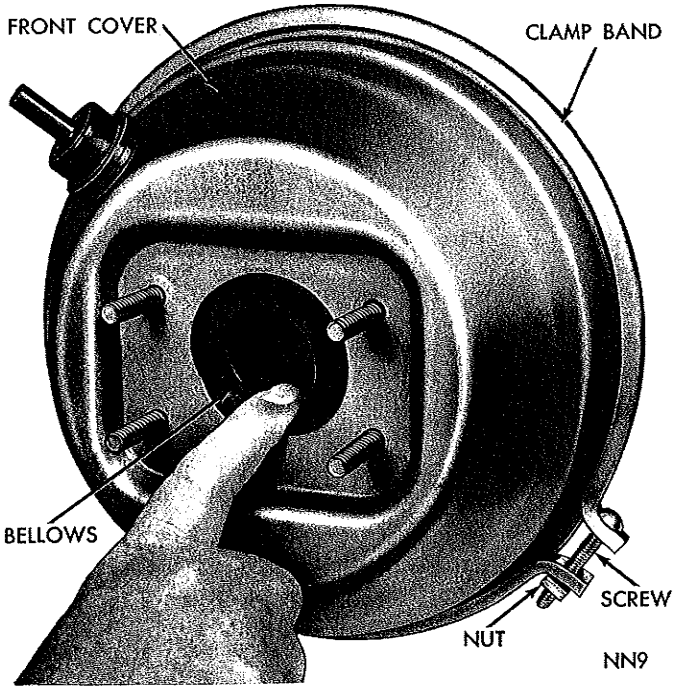
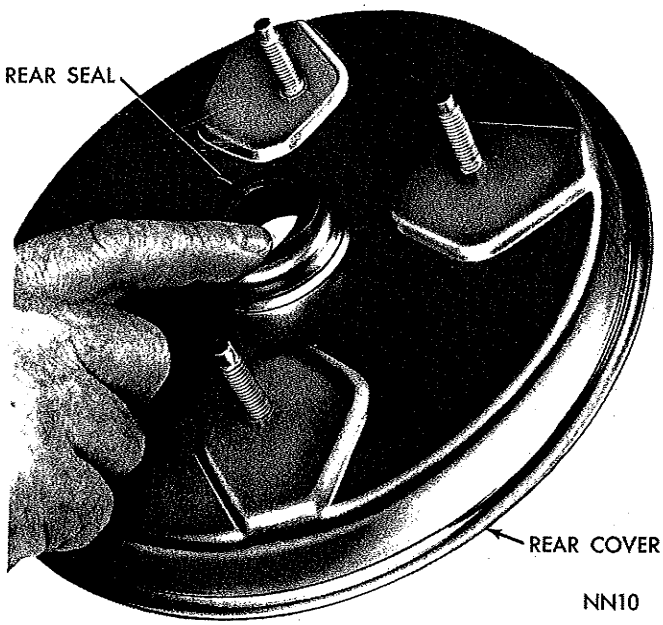
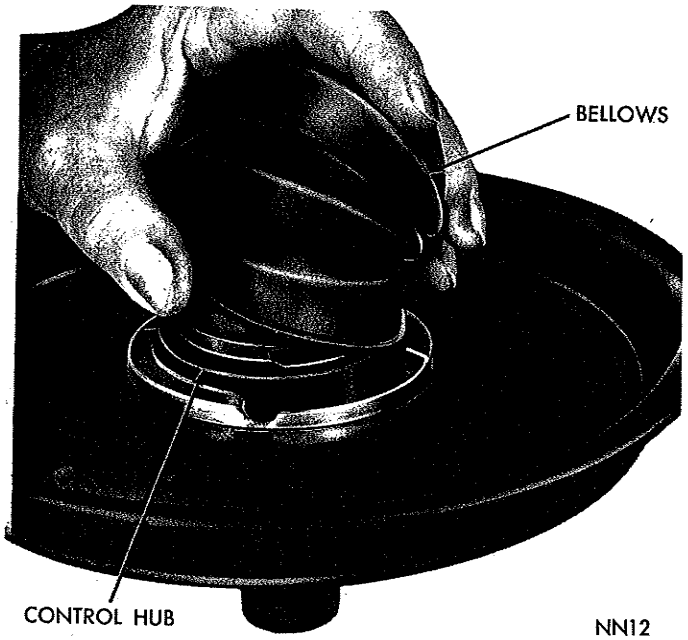
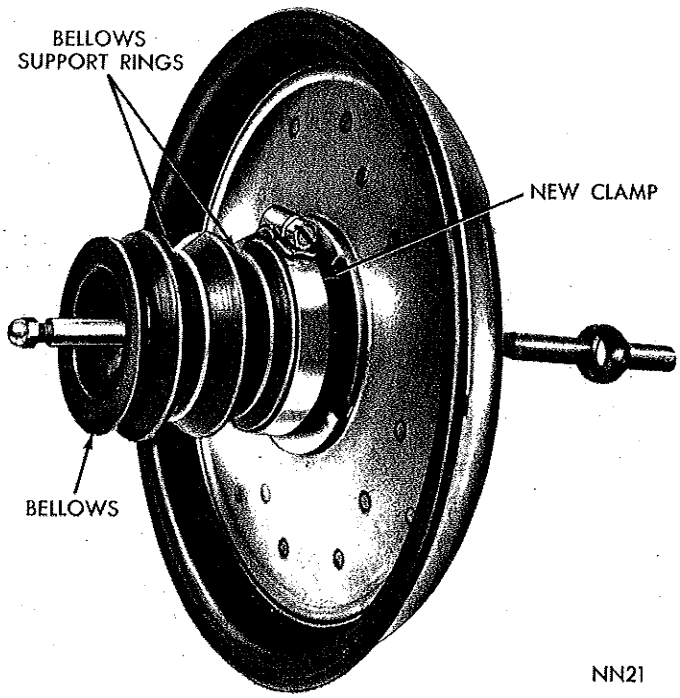

*Fig. 5—Separating the Bellows from the Front Cover*
*Fig. 6—Removing the Seal from the Rear Cover*
*Fig 8—Removing or Installing the Bellows*
***Fig. 17—Bellows Installed on the Power Piston***
(6) Push bellows lip into vacuum chamber to separate bellows, control valve and diaphragm assembly from front and rear covers (Fig. 5).
(7) Remove clamp band screw and nut and remove clamp band. Separate front and rear covers.
(8) Remove rear seal from rear cover (Fig. 6).
(10) Remove bellows from control hub (Fig. 8).
(10) Slide two bellows support rings over bellows and down into position in two larger folds (Fig .17).
(11) Slide bellows over control hub until lip of bellows slides into recess of hub (Fig. 8). Secure bellows on hub by using a new clamp on diaphragm end of bellows (Fig. 17).
(12) Slide rear seal into rear cover (Fig. 6) and position diaphragm, control valve components, and bellows as an assembly into rear cover (Fig. 17).
(13) Install rubber grommet in front cover with larger diameter side on outside of unit. Install check valve assembly through grommet.
(14) Assemble front cover to rear cover. (Make sure lip of diaphragm is evenly positioned on retaining radius of front and rear covers.) Now, pull front lip of bellows through front cover and position evenly around diameter of hole (Fig. 5).